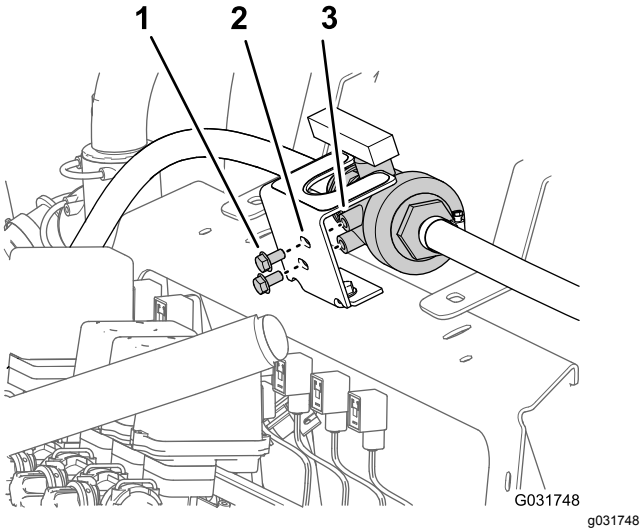

Figur 37
3. Fjern de to flenshodeboltene (5/16 x 5/8 tomme) som fester kuleventilen til monteringsbraketten for kuleventilen (Figur 37).